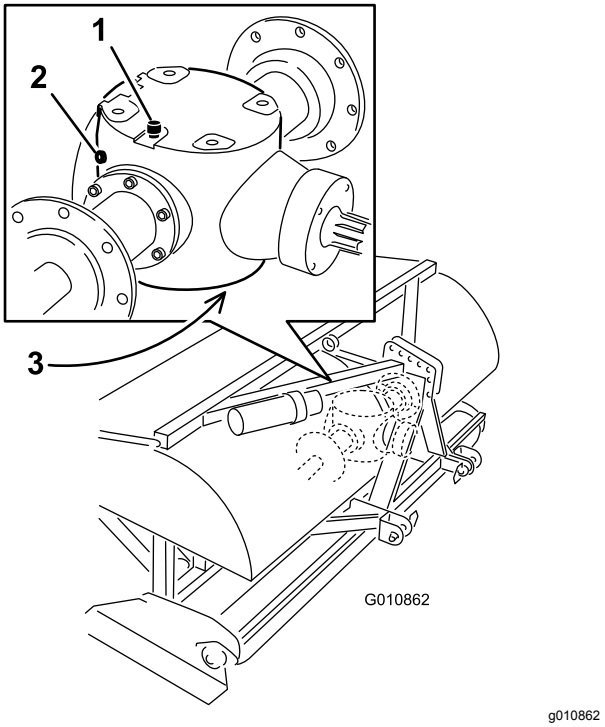

**Figur 46**
3. Ta kontrollpluggen ut av girkassen (Figur 46).
4. Påse at oljen når opp til bunnen av girkassens kontrollplugghull (Figur 46).
1. Fjern rusk fra ventilasjons-/påfyllingspluggen, og tøm pluggen for å unngå forurensing (Figur 46).